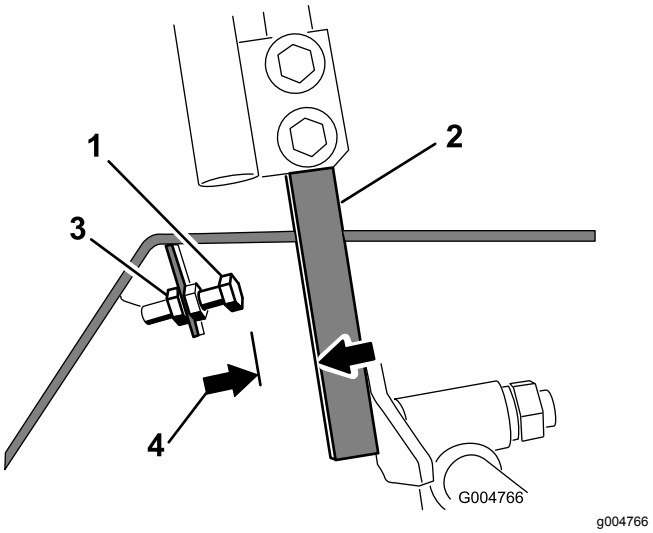

Rysunek 54
4. Odkręć przeciwnakrętkę na śrubie ogranicznika dźwigni sterowania (Rysunek 54).